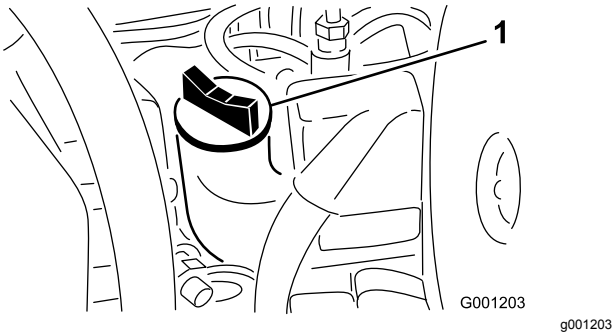

Figur 48
4. Hvis olieniveauet er under FULL-mærket, skal du fjerne påfyldningsdækslet (Figur 48) og fylde olie på, indtil niveauet når FULL-mærket. **Fyld ikke for meget på.**.